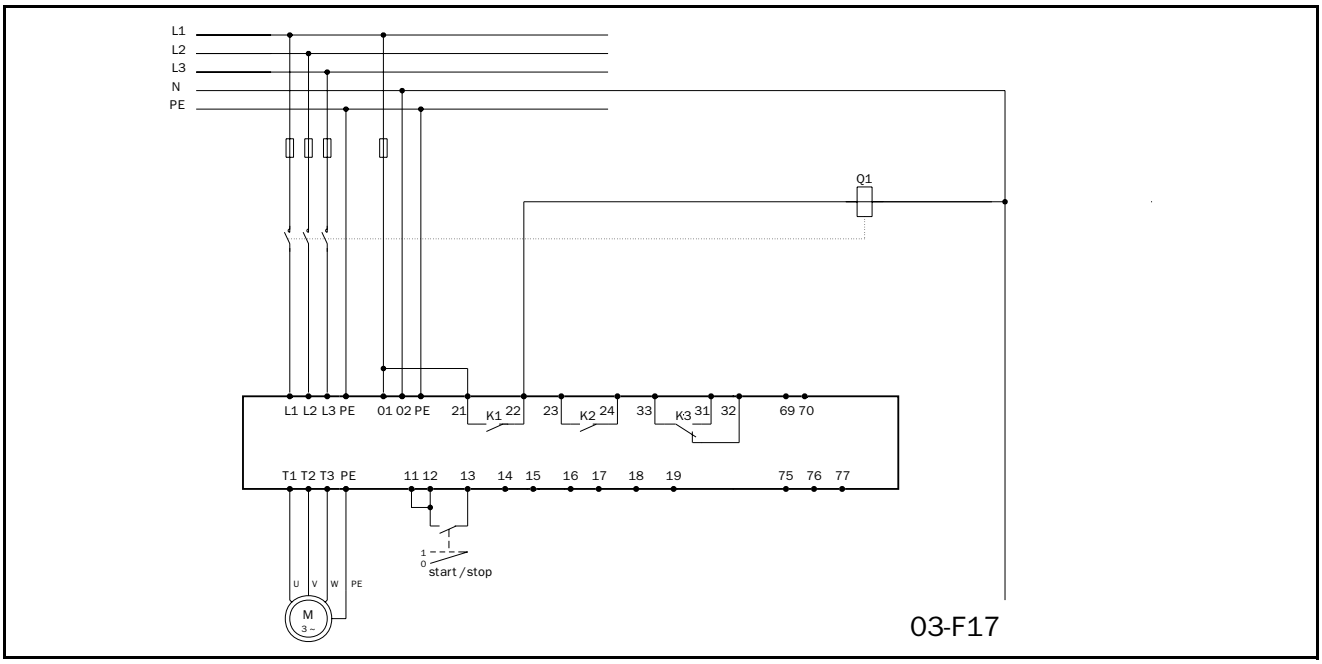

Fig. 6 Standardinkoppling.
- Anslut motorkretsen enligt Fig. 6.